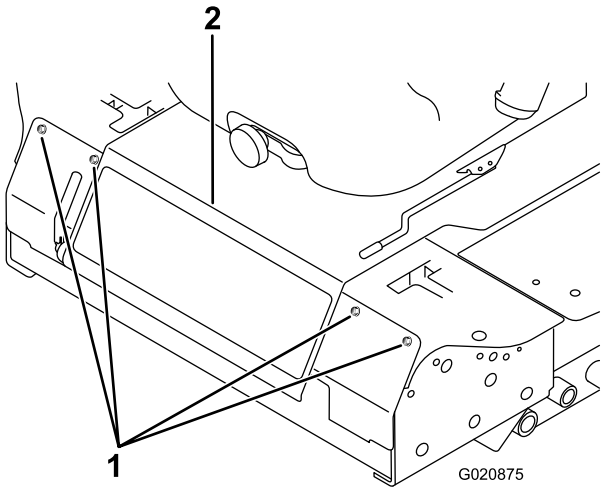

Figura 56
3. Afloje los pernos del panel delantero y retire el panel (Figura 56).